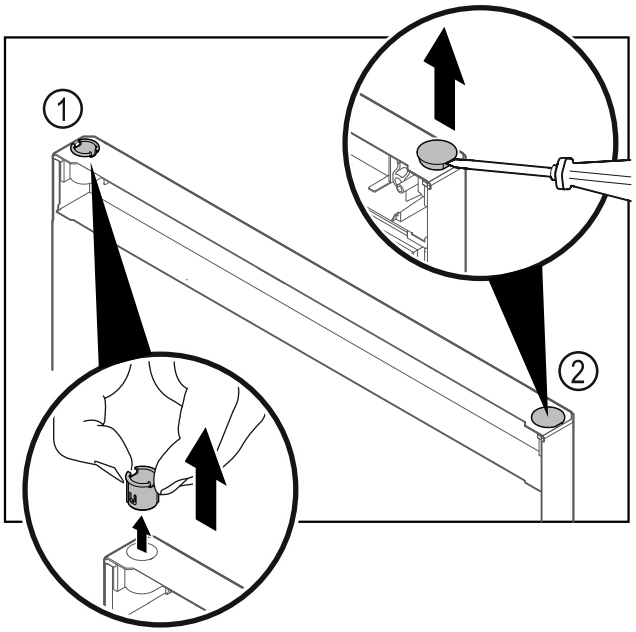

*Fig. 20*
- ▶ Extrageți bucșa balamalei *Fig. 20 (1)* cu degetele.
- ▶ Ridicați dopul de acoperire *Fig. 20 (2)* cu precauție cu o șurubelniță dreaptă și extrageți-l.